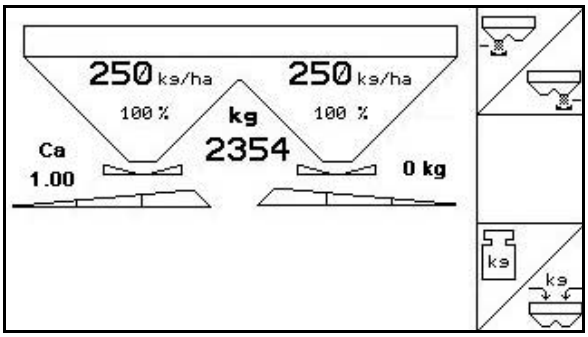

Fig. 25
- [kg] **Start online calibration in the work menu (Fig. 25) when you start spreading.**